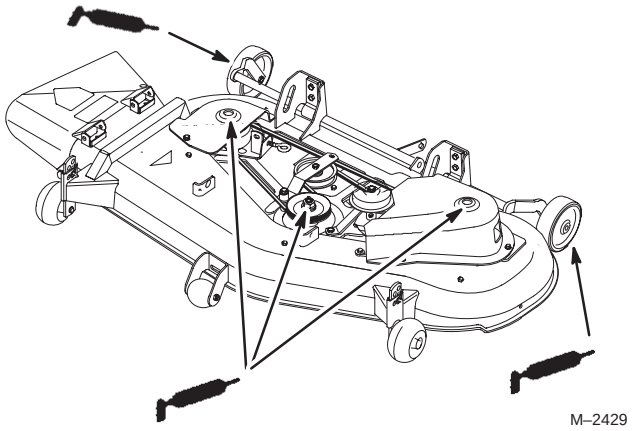

Figure 27
1. Lubrifier les axes des lames, le bras de galet tendeur et les roues de jauge (Fig. 27).